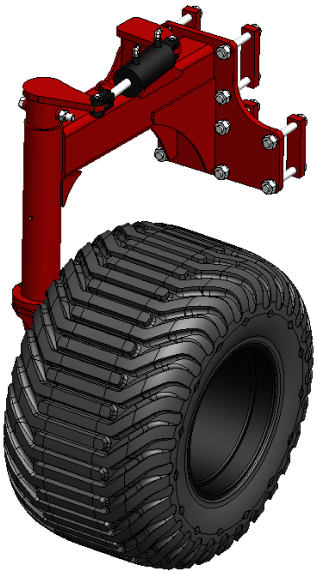

Figure 7-41: Single 710/40R22.5 Tires
3. Plug the harnesses into the back of the tractor. On 8R series tractors the connector is behind the cover on the back side of the cab. See Figure 7-41—7-43. It is a 10 pin rectangular connector and usually has a white cap for storage.